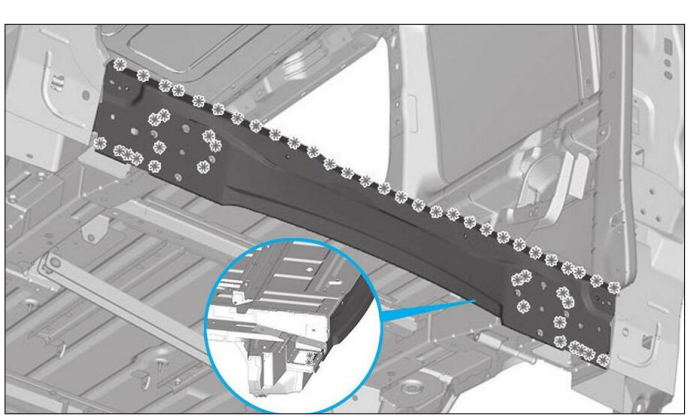

FIG. 109
• Découper les points **(Fig.109)**.